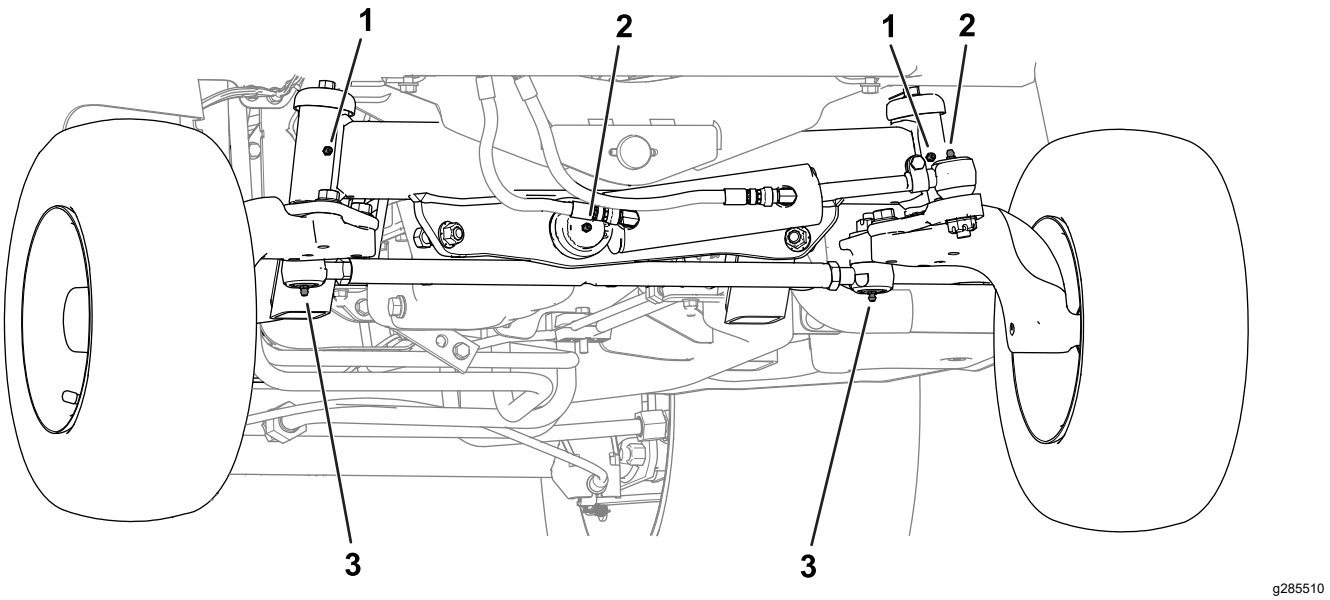

Figur 48
- **Maskinens bakre del** (Figur 48):
- Hydraulcylinderns kulled (2)
- Axelspindelnav (2)
- Dragstångsändar (2)